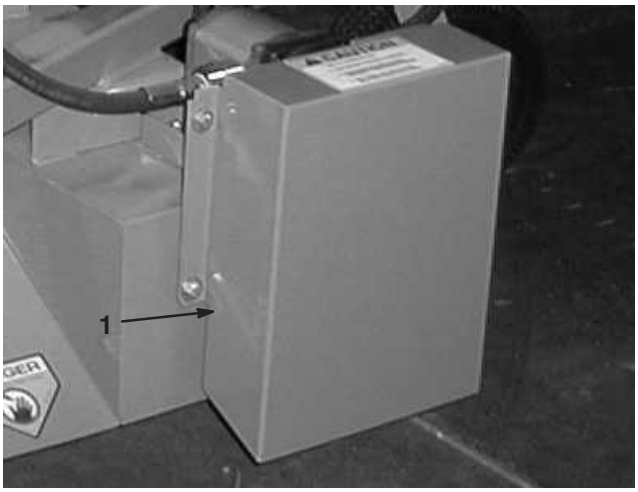

Bild 8
1. Nehmen Sie die Befestigungen ab, mit denen das Motorschutzblech am Mähwerkrahmen befestigt ist (Bild 8). Entfernen Sie das Schutzblech.